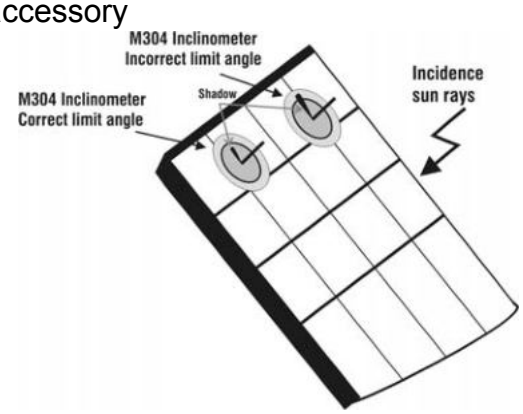

Fig. 7b: Positioning of inclinometer M304
16. Mount the M304 (inclinometer) supplied accessory, place and hold it on the plane of module. **Verify that the sun shadow falls on the disc within the "limit internal circle" on the disc itself (see Fig. 7b). If this is not the case, the incidence angle between sun rays and the module surface is too high and not complying with the test conditions declared by the module manufacturer. As a consequence the measurements performed by the meter are not ok and all measurements steps shall be repeated at another daytime**